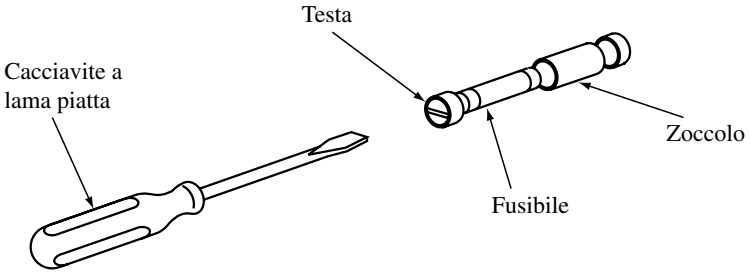

Figura 11.6 Rimozione del fusibile
(1) Per maggiore sicurezza, staccare l'alimentazione elettrica del convertitore durante la sostituzione.
(2) Togliere il fusibile dal portafusibile. Con un idoneo cacciavite a lama piatta adatto alla scanalatura nella testa del portafusibile (figura 11.6), girare la testa del portafusibile di 90° in senso orario. In tal modo si elimina il fusibile insieme alla testa.